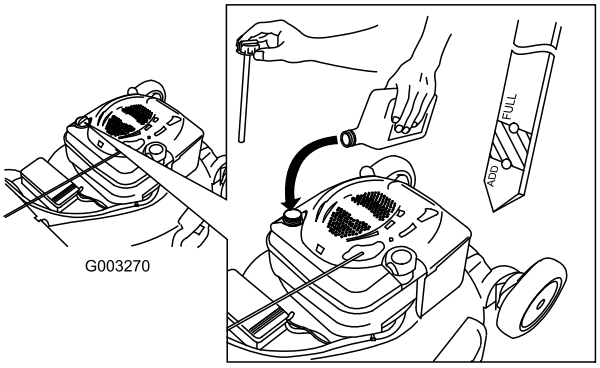

Figuur 38
12. Haal de peilstok eruit en lees het oliepeil af; zie Figuur 38.